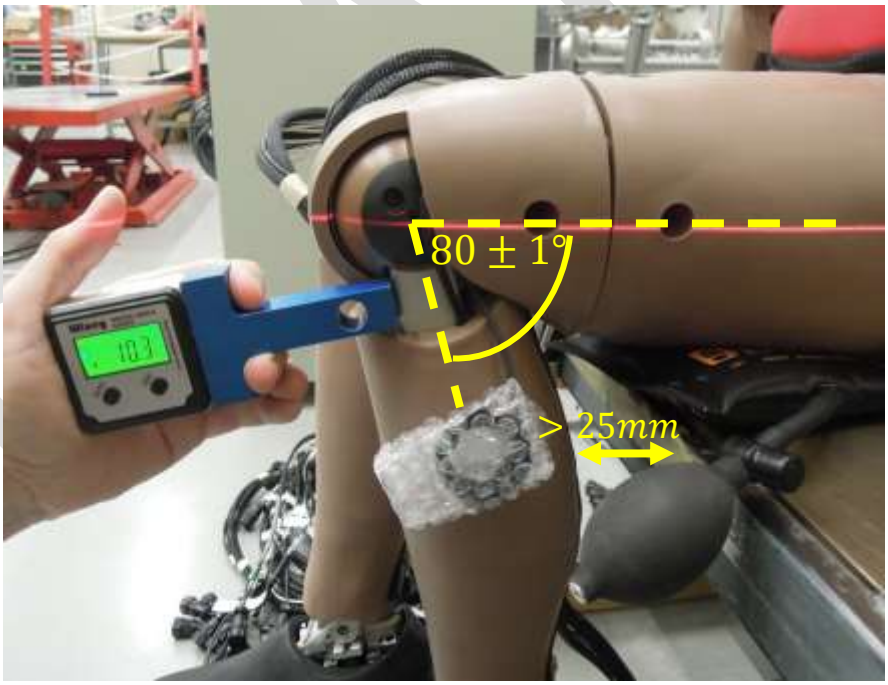

Figure 7-4. Lower leg angle measurement
7.5.5 Position the tibia at an angle of 10 ± 1° (in flexion, such that the ankle is behind the knee), as measured at the anterior aspect of the knee clevis (474-5517;Figure 7-4). The distance between the posterior surface of the tibia and the leading edge of the test seat shall be no less than 25 mm.